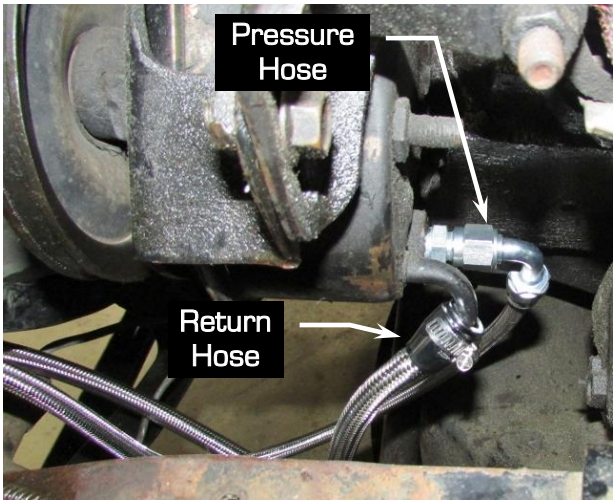

Figure 13 – Attach Hoses to Pump
16. Attach the pressure and return hoses to the back of the power steering pump (Figure 13).